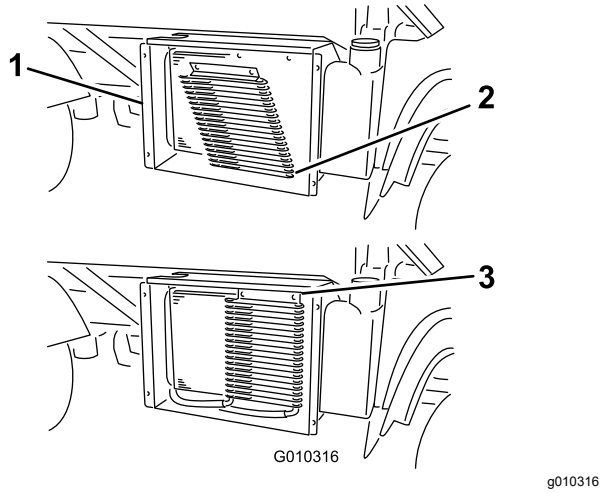

**Figura 53**
6. Abra los cierres, si hay, y gire el enfriador de aceite, separándolo del radiador (Figura 53).